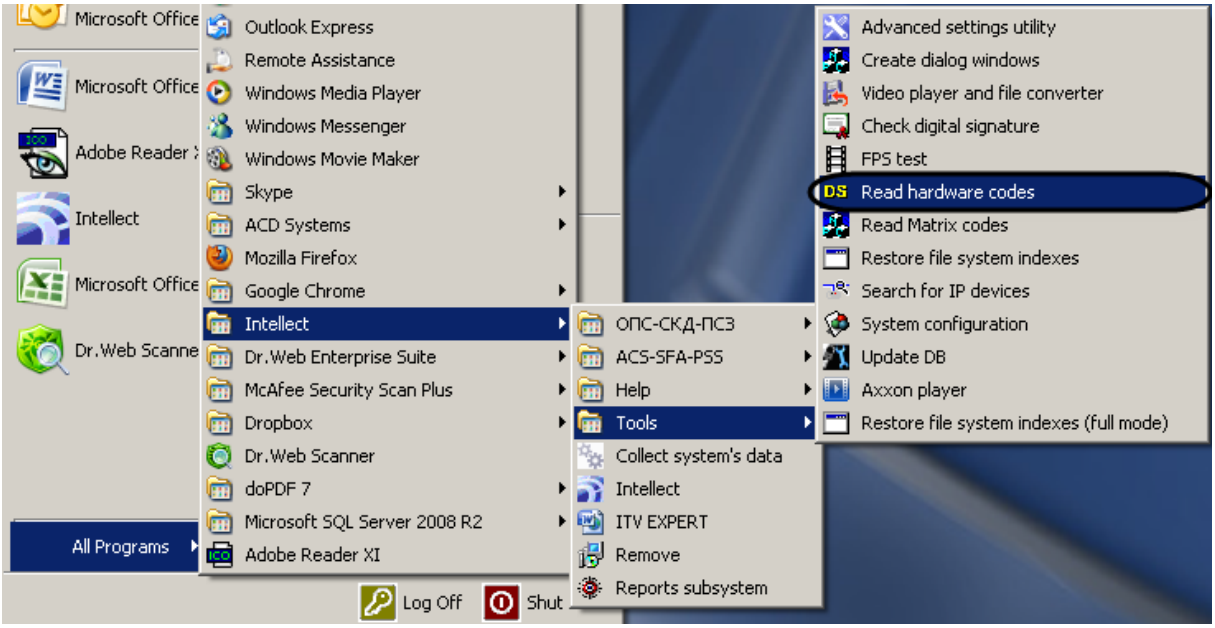

Figure 12.1-1 Starting the utility from the Windows taskbar
1. Start the utility from the Windows taskbar. Click “Start”, then “All Programs”, then “Intellect”, then “Tools”, then “Read hardware codes” (Figure 12.1-1). The CodeReader.exe utility is available for the following types of INTELLECT™ installation: Server and Remote Admin Workstation.